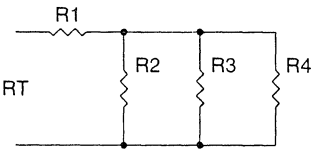

FIGURE 13–11 The series/parallel circuit Question 48
40. What will FFREE ST(2) accomplish when executed?
48. Given the series/parallel circuit and equation illustrated in Figure 13–11, develop a program using single-precision values for R1, R2, R3, and R4 that finds the total resistance and stores the result at single-precision location RT.